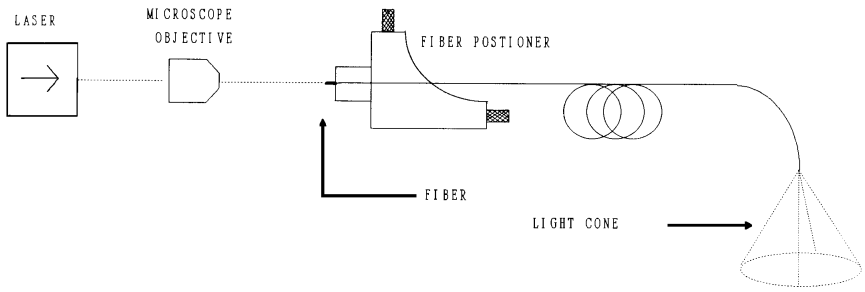

Figure 1: Experimental setup for NA measurement.
1. Set up the equipment as shown in Figure 1.